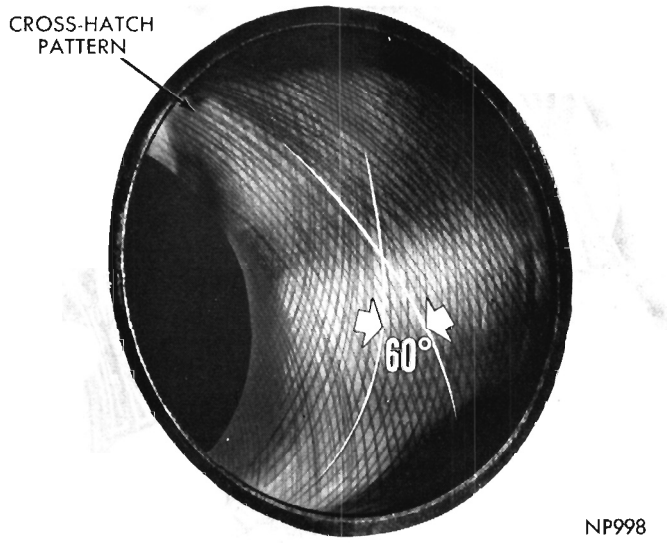

Fig. 31—Cross Hatch Pattern
(1) Used carefully, the cylinder bore resizing hone C-823 equipped with 220 grit stones and 390 extensions necessary with the 426 cubic inch engine is the best tool for this job. In addition to deglazing, it will reduce taper and out-of-round as well as removing light scuffing, scoring or scratches. Usually, a few strokes will clean up a bore and maintain the required limits.
(2) Deglazing of the cylinder walls may be done using a cylinder surfacing hone, Tool C-3501, equipped with 280 grit stones (3501-3810) if the cylinder bore is straight and round. 20 to 60 strokes depending on the bore condition will be sufficient to provide a satisfactory surface. Inspect cylinder walls after each 20 strokes. Use honing oil C-3501-3880 or a light honing oil available from major oil distributors. **Do not use engine or transmission oil, mineral oil or kerosene.**
(3) Honing should be done by moving the hone up and down fast enough to get a cross-hatch pattern. When hone marks **intersect** at 60°, cross hatch angle is most satisfactory for proper seating of rings (see Fig. 31).
(4) After honing, it is necessary that the block be cleaned again to remove all traces of abrasives. Wash cylinder block and crankshaft thoroughly.